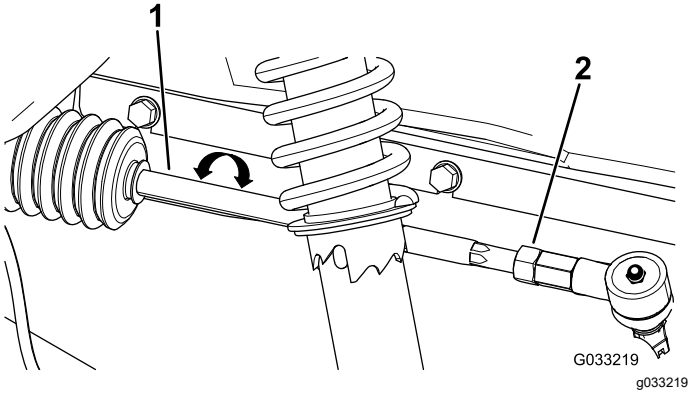

Figur 46
2. Hvis målingen ikke falder inden for 0 til 6 mm, skal kontramøtrikkerne løsnes i den ydre ende af forbindelsesstængerne (Figur 46).